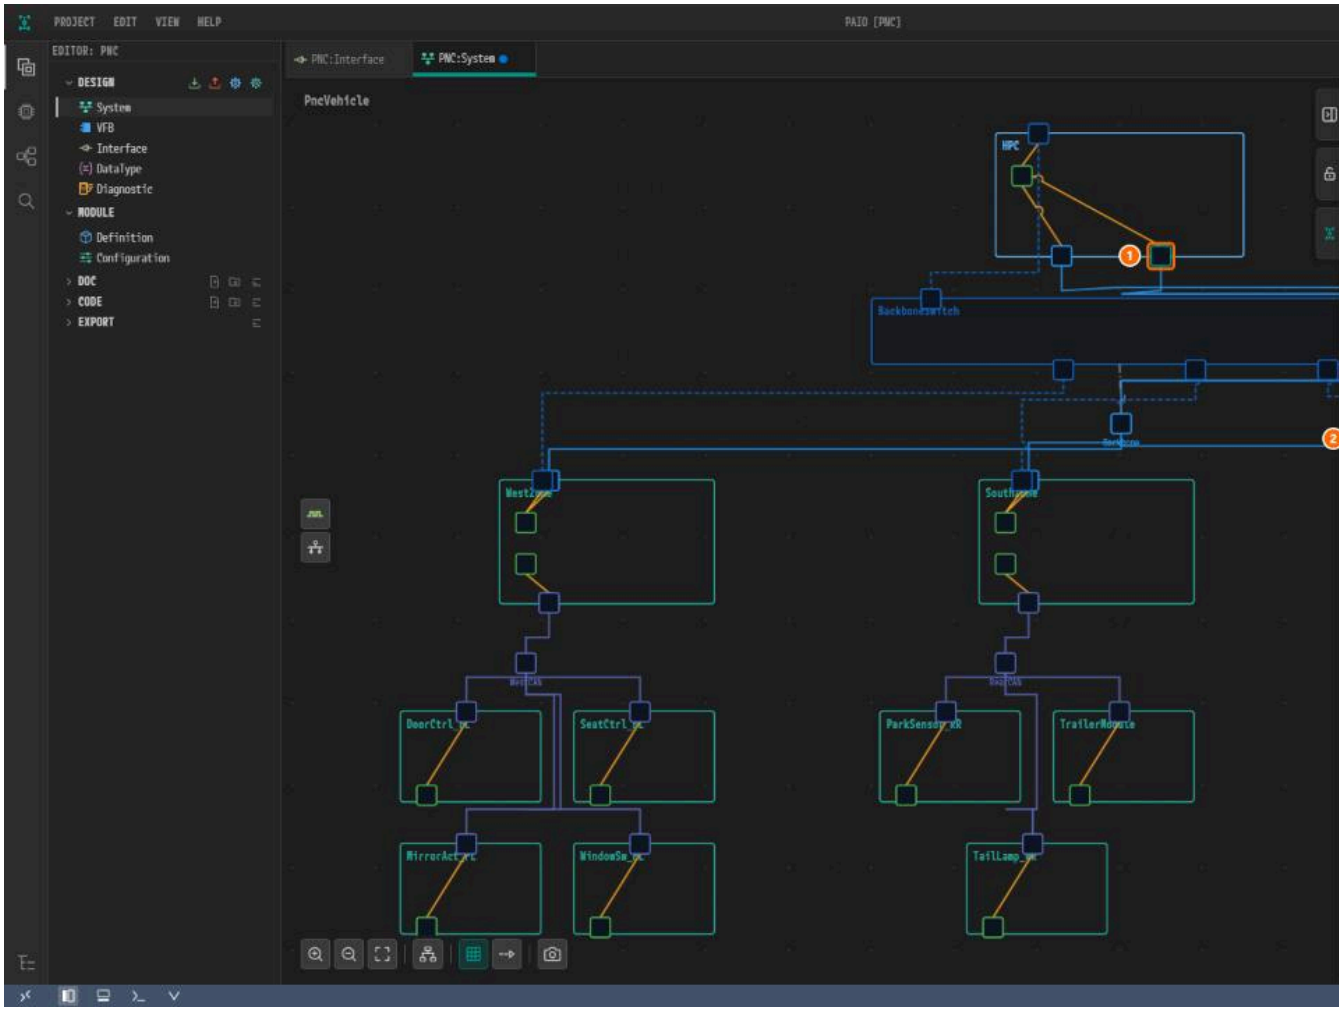

Figure 5-22. ① `HPC_Eth_Rear_Conn`, ② `ParkDistance_Consumer` `UDP:30503`.
2. Click the connector `HPC_Eth_Rear_Conn` on the lower edge of `HPC` (① in Figure 5-22).